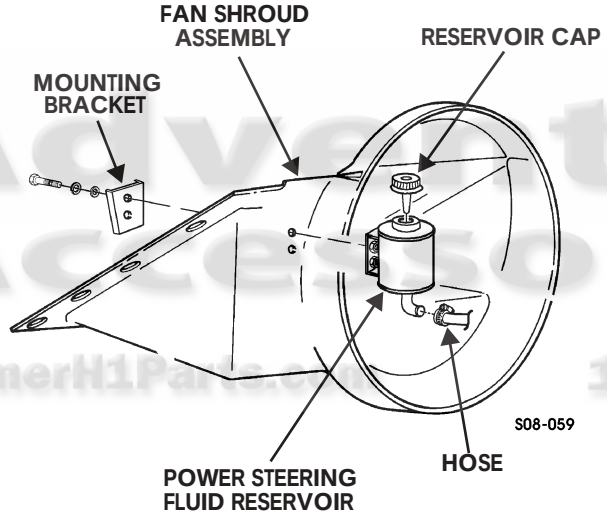

Figure 8-24: Power Steering Fluid Reservoir
2. Remove two bolts, lockwashers, and washers from the mounting bracket. Remove the power steering fluid reservoir from the fan shroud assembly. Discard lockwashers (Figure 8-24).